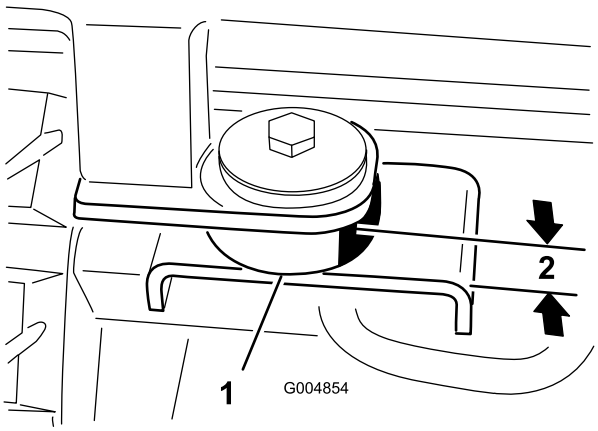

Figur 114
37. Ved de bageste monteringspunkter fastgøres førerhuset til maskinen med en bolt (1/2 x 3 tommer), stålspændeskive (1/2 x 2-1/2 tommer), gummispændeskive (1/2 x 2-1/2 tommer) og møtrik (1/2 tomme) (Figur 114).